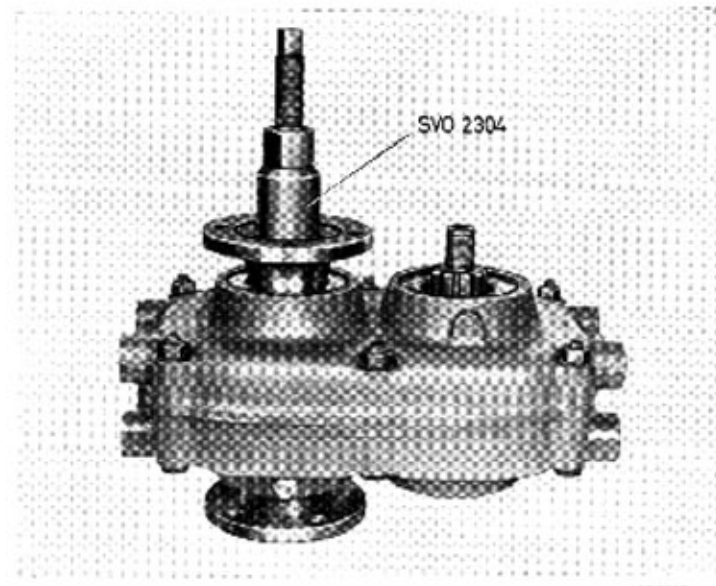

Bild 48-6. Montering av medbringare
9. Pressa på medbringarna. Använd pressverktyg SVO 2304, enl. bild 48-6.
10. Montera brickorna (14). Skruva därefter på nya "ny-lock" muttrar samt drag dessa.